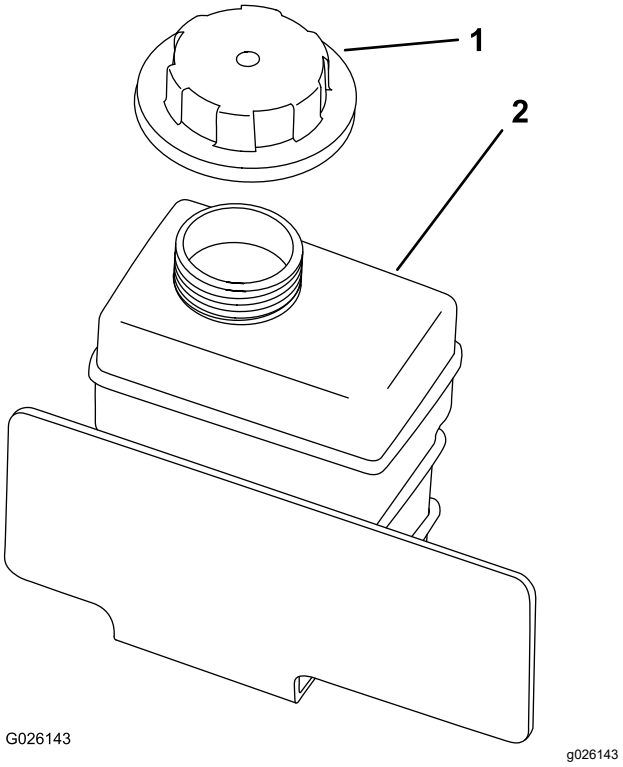

Figur 55
8. Påfyld langsomt kølevæskens reservetank, indtil niveauet når bunden af påfyldningsstudsen (Figur 55).
9. Sæt reservetankens dæksel på (Figur 55).